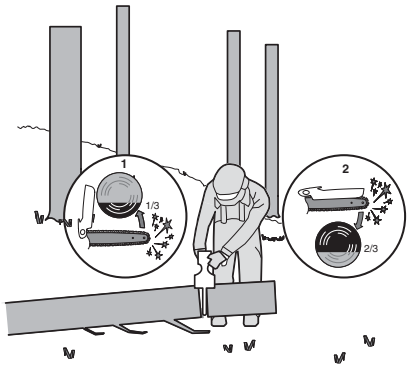

Fig. 3
Lorsque la bûche est soutenue à partir d'une extrémité, comme illustré à la figure 3, veuillez couper 1/3 du diamètre de la partie inférieure (au-dessous du bâti) (1). Puis, réalisez la coupe finale en-dessous (2) du bâti de sorte qu'elle soit conforme à la coupe initiale.